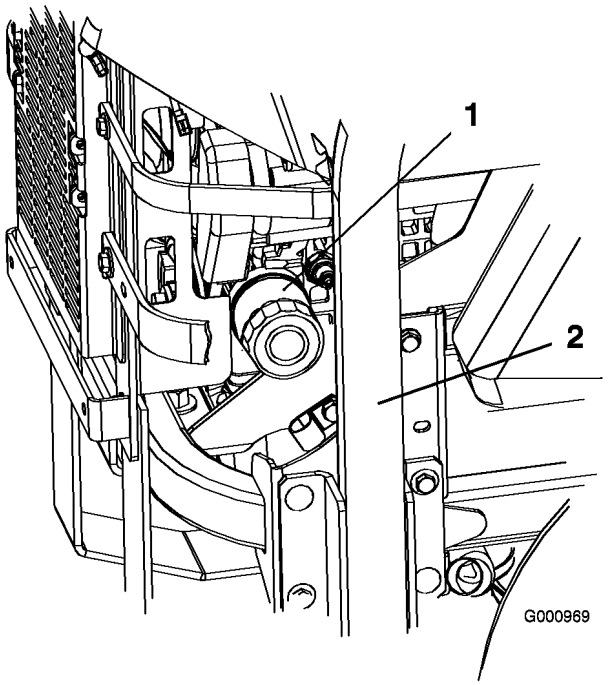
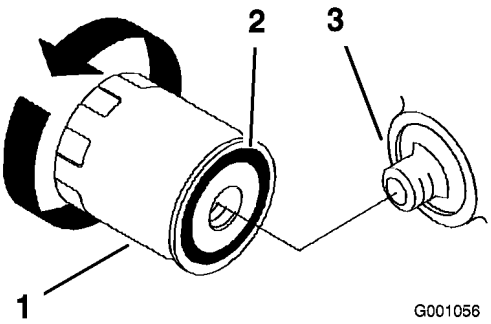

Figur 42
Figur 43
2. Drej filteret mod uret for at afmontere det (Figur 42 og Figur 43).